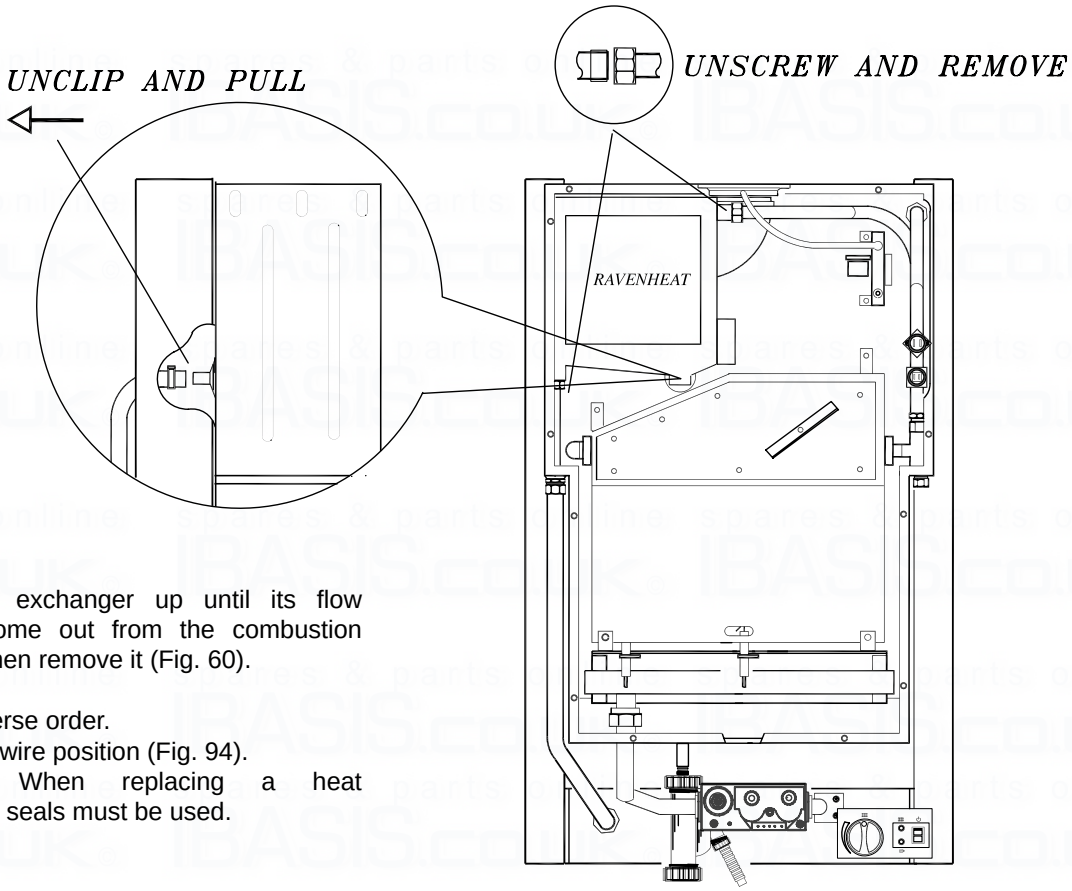

Fig. 55
7.6.5.4 Disconnect 2 unions for the heating water pipelines (Fig.55) .
7.6.5.5 Disconnect condensing discharge pipe by pulling off the pushfit connector at top rear of boiler (Fig 55)